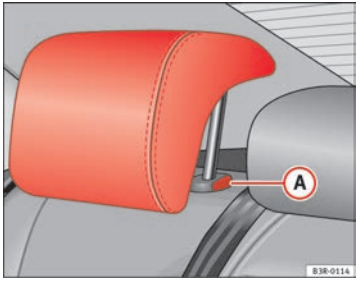

Fig. 5 Outer rear seats: Head restraints
– Press button (A) ⇒ fig. 5 and lower the head restraint.
– Press button (A) ⇒ fig. 5 and pull out the head restraint.